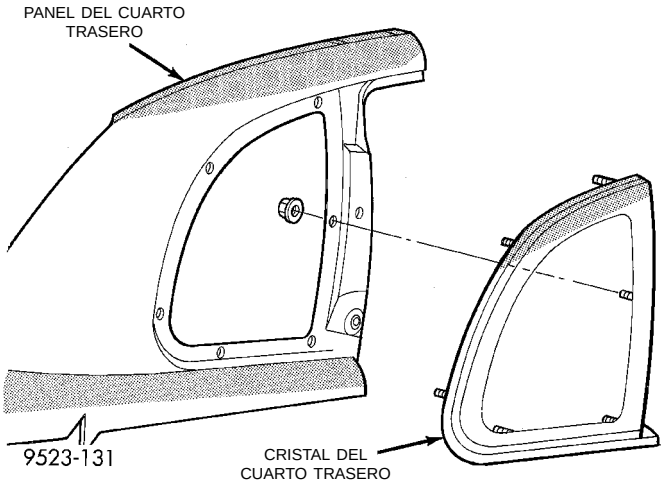

Fig. 7 Cristal del cuarto trasero
(3) Retire el aplique del parante B.
(4) Con un cuchillo de hoja desde el interior del vehículo, corte el adhesivo de cinta de butilo alrededor del cristal del cuarto trasero mientras hace presión hacia afuera sobre el cristal.
(5) Separe el cristal del cuarto trasero del vehículo (Fig. 7).